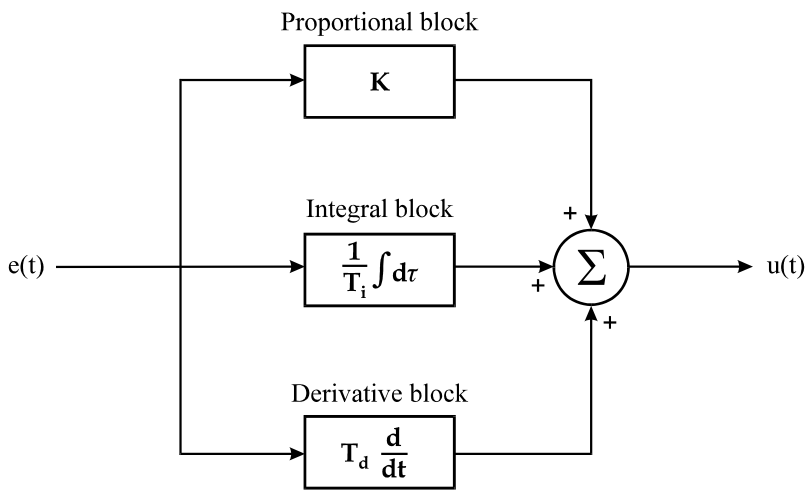

Figure 2 Block Diagram of the Three Term Controller
Comparing this form with Equation (1), it is clear that the integral gain k_i is the inverse of the integral time T_i, and the derivative gain k_d is equal to the derivative time T_d. This form of the three term controller is shown in Figure 2.